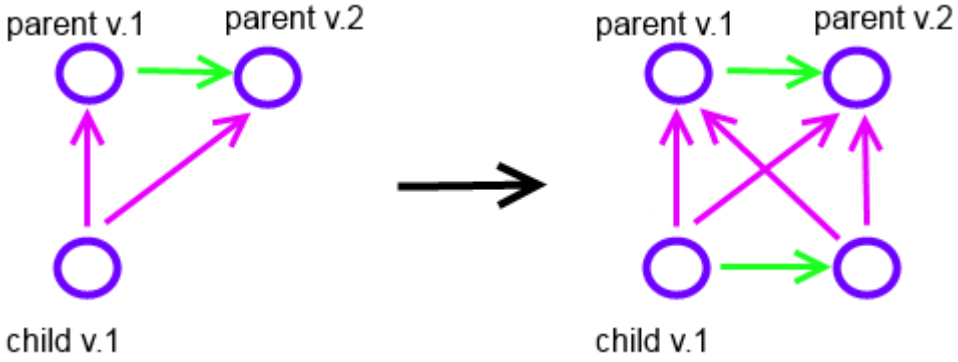

Figure 40. Version of children folder when "Substitute in" is empty.
(1) The user creates a new version of the children folder when "Substitute in" is empty (see Figure 40).